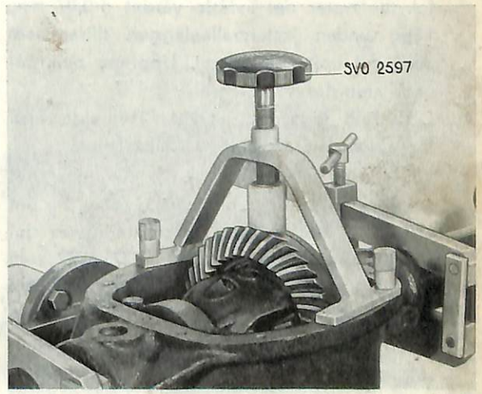
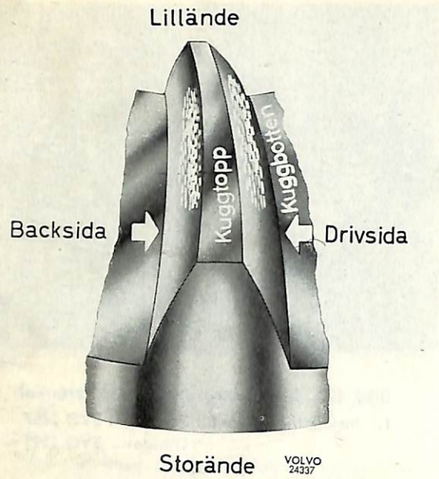
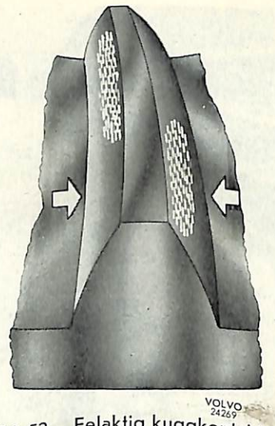
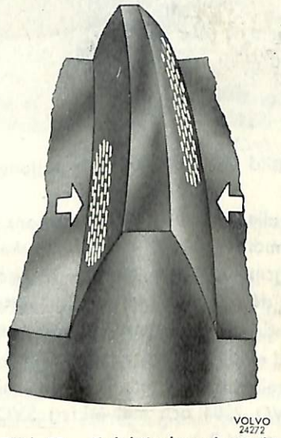

Bild 50. Bromsverktyg för differential
Bild 51. Rätt kuggkontakt
Bild 52. Felaktig kuggkontakt
Bild 53. Felaktig kuggkontakt
2. Sätt på bromsverktyg SVO 2597 enligt bild 50. Stryk märkfärg på några kuggar på tre ställen på kronhjulet. Härigenom kan man få kontroll på kronhjulets ev. skevhet. Drag runt pinjongen 10—12 varv åt vardera hållet och kontrollera märkbilden. Vid rätt kuggkontakt ligger märkbilden mitt på kuggen i höjdled men något närmare lilländen än storänden. Märkbilderna på backsida och drivsida ligger mitt för varandra, se bild 51. Är märkbilden felaktig måste pinjongens läge justeras innan hopsättningen fortsättes. Ligger märkbilden för långt mot storänden på drivsidan och för långt mot lilländen på backsidan, se bild 52, skall pinjongen flyttas inåt. Ligger märkbilden för långt mot lilländen på drivsidan och för långt mot storänden på backsidan, se bild 53, skall pin-